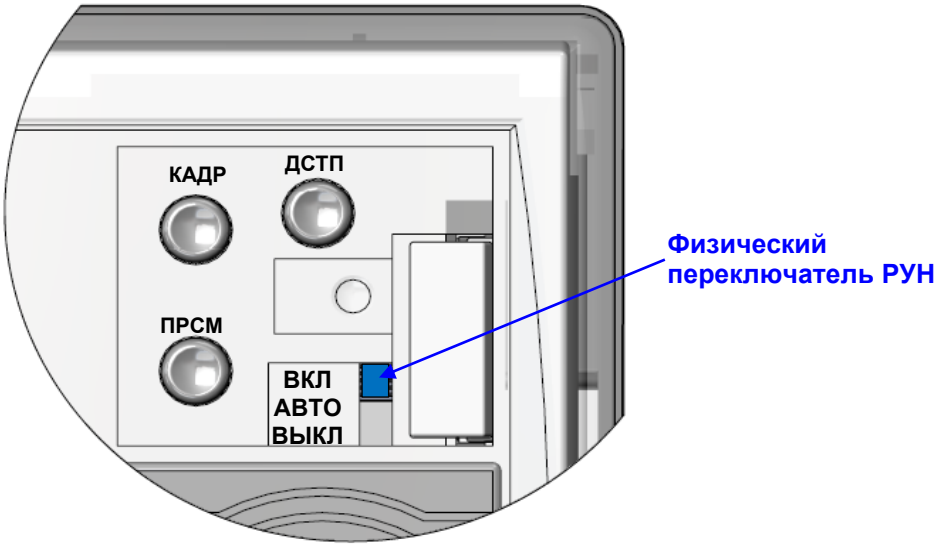

Рисунок 6– Исполнения счетчиков CE308 S34 с физическим переключателем РУН
- жидкокристаллический индикатор (1);
- световой индикатор функционирования «СЕТЬ» (2);
- один световой индикатор учета активной энергии (A) и один световой индикатора учета реактивной энергии (R) (3);
- кнопка "КАДР" (4);
- кнопка "ПРСМ" (5);
- трехпозиционный физический переключатель (см. рисунок 6);
- элементы оптического порта (6);
- прозрачная крышка зажимов (7).